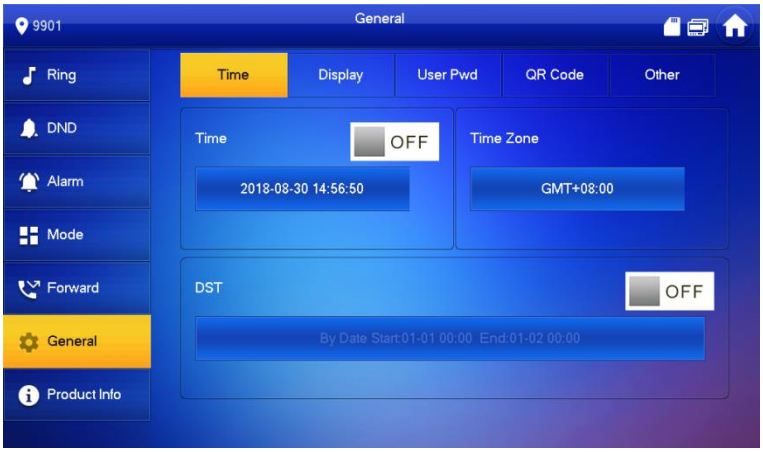

Figure 6-14
2) Press time zone text box, and select local time zone, as shown in Figure 6-14.